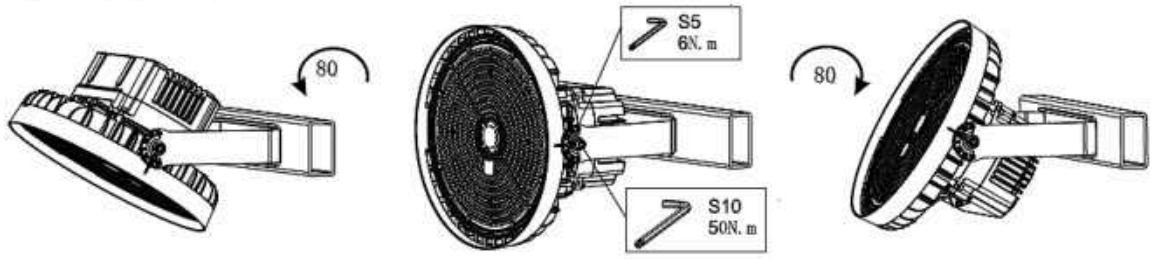

Figure 10
STEP 3: Refer to wiring diagram on page 1, and make connections. Loosen the brackets screws to adjust desired lamp angle, then tighten. (Figure 10)